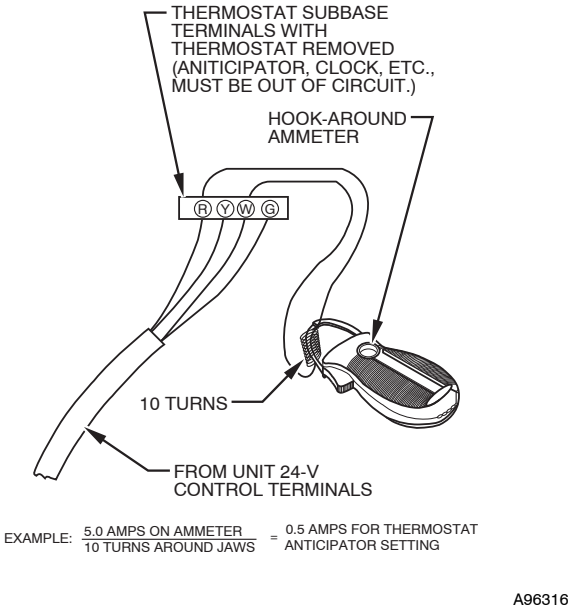

Fig. 59 - Amp. Draw Check with Ammeter
c. Connect an amp. meter as shown in Fig. 59 across the R and W subbase terminals or R and W wires at wall.